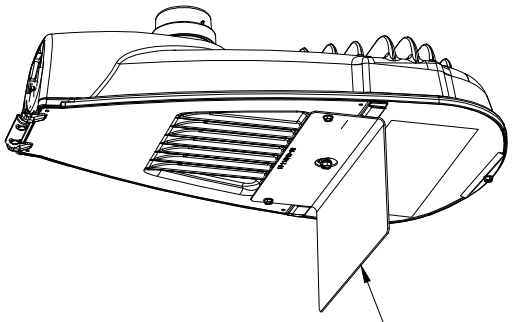
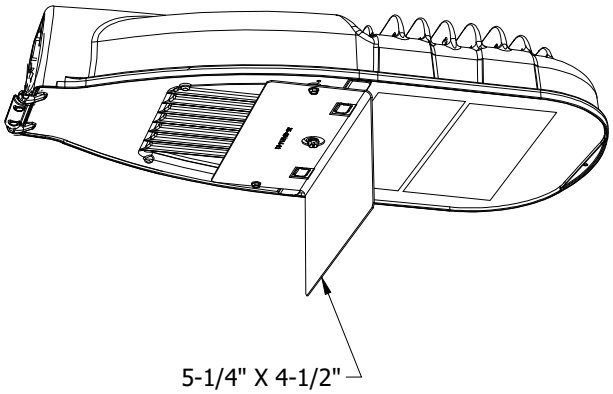

FIGURE 49
FIGURE 51
C. MAKE SURE THE SHIELD IS ORIENTED CORRECTLY BY VERIFYING THE 1” HOLE IN THE CENTER OF THE SHIELD LINES UP WITH THE LATCH SCREW ON THE DOOR (SHOWN ON FIGURES 49 & 51). FOR THE ERL2 SHIELD, THE SQUARE CUTOUTS ON THE SHIELD SHOULD LINE UP WITH THE SQUARE BUMPS ON THE DOOR (SHOWN ON FIGURE 51).